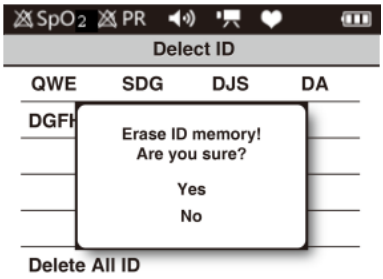

Figure 19. Boîte de dialogue « Delete ID » (Supprimer ID)
Dans l'interface Gestionnaire d'identifiants, cliquer sur le bouton directionnel pour sélectionner une ID ou « Delete ID » (Supprimer ID) et appuyer sur le bouton de menu pour lancer l'opération de suppression comme illustré dans la Figure 19. Sélectionner « Yes » (Oui) et appuyer sur le bouton de menu pour supprimer l'identifiant (ID). Sélectionner « No » (Non) pour revenir à l'interface du gestionnaire de mémoire.